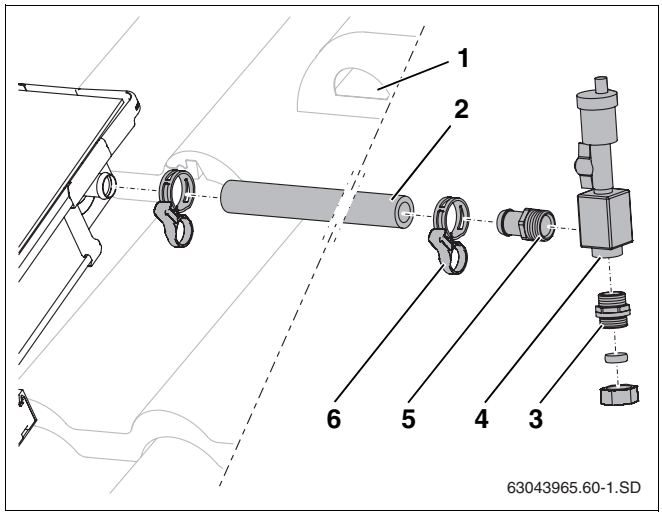

Rys. 56 Montaż węża instalacji solarnej na przyłączu zasilania
- Długi wąż instalacji solarnej (1000 mm, rys. 56, **poz. 2**) wsunąć na przyłącze zasilania pola kolektorów i zamocować zaciskową opaską sprężynującą.
- Wąż instalacji solarnej razem z kablem czujnika przeprowadzić przez wywietrznik dachowy (rys. 56, **poz. 1**) oraz przez izolację dachu.
- Końcówkę węża R¾ z pierścieniem samouszczelniającym (rys. 56, **poz. 5**) oraz złączkę podwójną z pierścieniem samouszczelniającym (rys. 56, **poz. 3**) dobrze przykręcić do naczynia odpowietrzającego (rys. 56, **poz. 4**).
- Końcówkę węża włożyć do oporu do węża instalacji solarnej i zamocować zaciskową opaską sprężynującą (rys. 56, **poz. 6**).
- Przyłączyć przewody zbiorcze do złączki z pierścieniem zaciskowym (rys. 56, **poz. 3**).